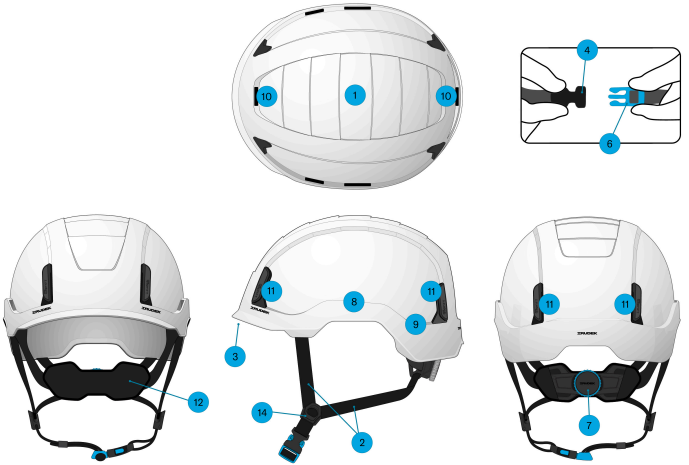

Fig. 1
1. Antes de su colocación, girar el sistema de regulación en sentido contrario a las agujas del reloj hasta alcanzar su máximo tamaño. Colocar el casco en la cabeza y ajustar al tamaño de la cabeza del usuario girando el sistema de regulación en sentido a las agujas del reloj para estrechar y en sentido contrario a las agujas del reloj para aflojar. (Fig. 1)